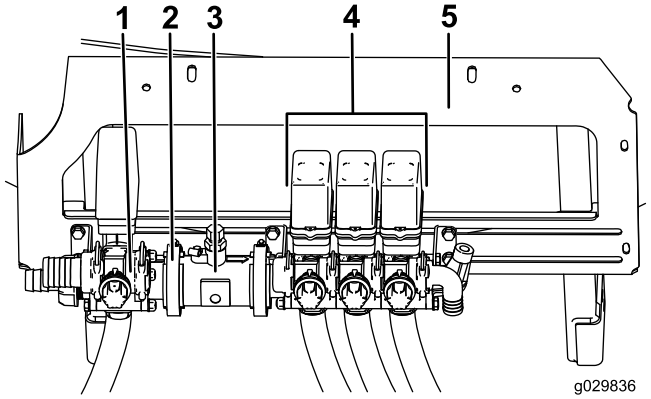

図 1
2. 個別ブームバルブアセンブリを取り付けブラケットに固定しているボルトをゆるめる外さないこと 図 1。
3. 攪拌バルブをフローメータに固定している既存のワームクランプをゆるめる図 1。